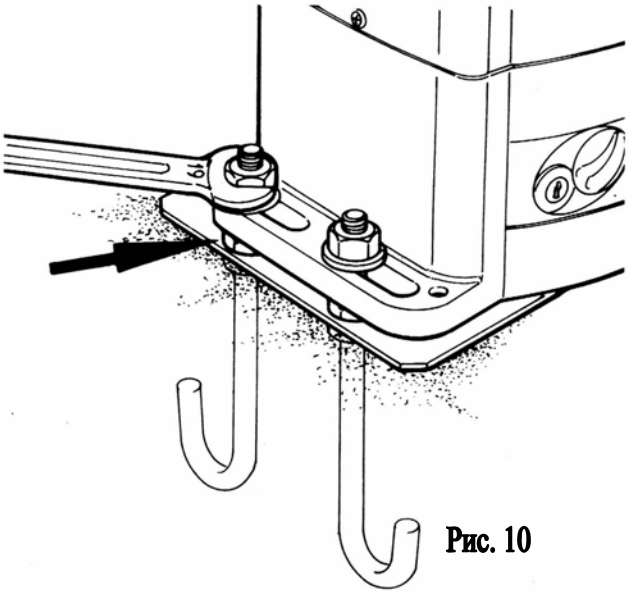

Рис. 10
- Если Вы хотите подрегулировать высоту установки редуктора (максимум на 10 мм), то подкрутите 4 нижние гайки; в противном случае – не трогайте их (рис. 10).